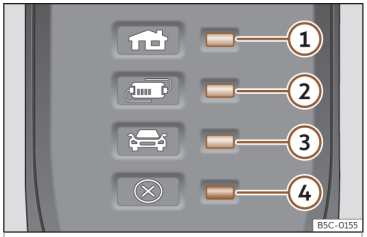

Abb. 200 Am Ladekabel für Netzsteckdosen: Kontrollleuchte in der Schutzeinrichtung.
››› **Abb. 200**:
Durch die elektronische Schutzeinrichtung ››› **Abb. 200** ist der Ladestecker so lange stromlos, bis er in die Ladedose des Fahrzeugs gesteckt wurde.
Eine oder mehrere Kontrollleuchten ››› **Abb. 200** ①, ② oder ③ leuchten grün.
Hinweis ››› Abb. 200	Bedeutung
Wenn die Warnleuchte ④ rot blinkt oder leuchtet, ohne dass eine der Kontrollleuchten››› Abb. 200 ①, ② oder ③ der Betriebsanzeige dauerhaft leuchtet, liegt eine Störung vor.